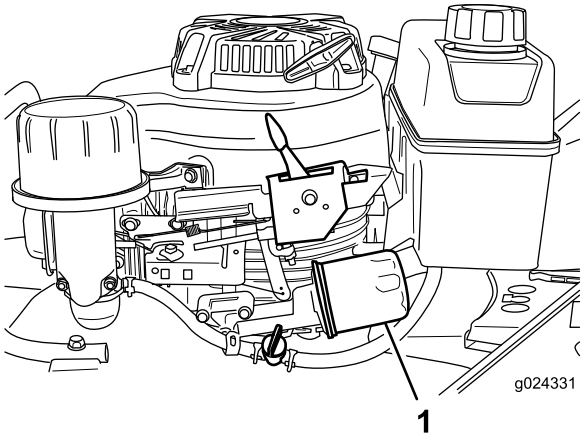

Figur 22
6. Placera en trasa under oljefiltret (Figur 22) för att suga upp olja som kan läcka ut då du tar bort filtret.